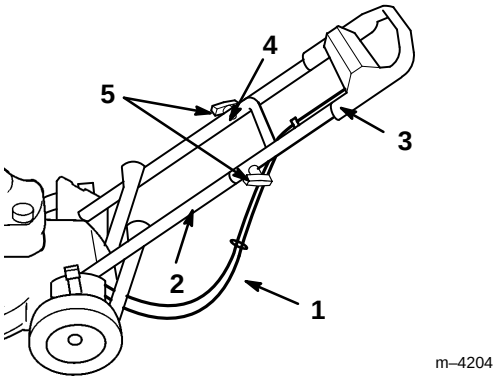

**Figure 3**
4. Slide the upper handle section ends over the lower handle so that the sections nest together (Fig. 3).
5. Make sure that the cables are routed below and behind the lower handle as illustrated in Figure 3.
6. Secure the upper handle to the lower handle using two contoured handle bolts and two knobs (Fig. 3).